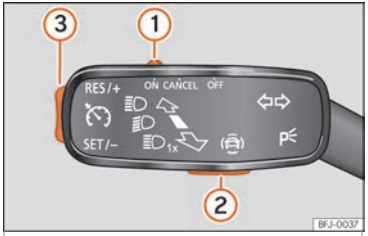

Fig. 175 En la palanca de los intermitentes: teclas para manejar el limitador de velocidad.
- Desplace el mando ››› fig. 175 ① a la posición **ON** y presione la tecla ②.
- Durante la marcha, presione la tecla ››› fig. 175 ③ por la zona **SET/–**.
Se puede ajustar la velocidad con la tecla ››› fig. 175 ③:
- Desplace el mando ››› fig. 175 ① a la posición **OFF**.
Si desea desactivar temporalmente el limitador de velocidad, p. ej., para adelantar, desplace el mando ››› fig. 175 ① a la posición **CANCEL** o pulse la tecla ②.
Tras el adelantamiento, el limitador de velocidad se puede activar con la velocidad programada anteriormente pulsando la tecla ››› fig. 175 ③ por la zona **RES/+**.